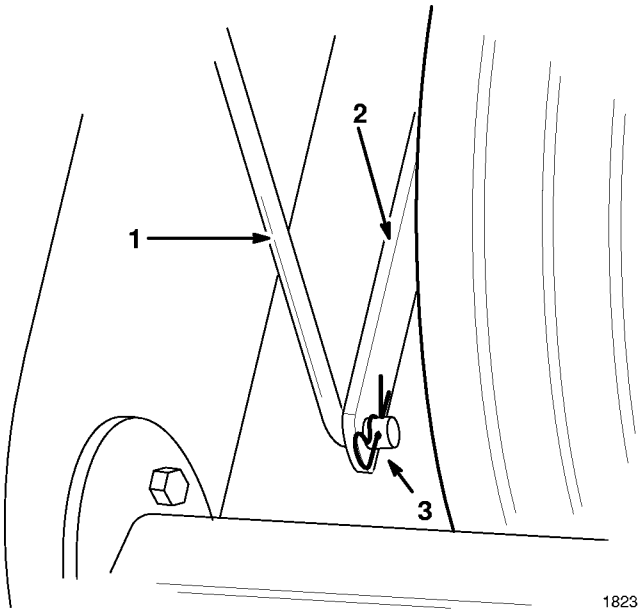

Abbildung 4
4. Das untere Ende der Höhenverstellstange am Träger der Vorderradstütze mit einem Haarnadelsplint befestigen (Abb. 4).